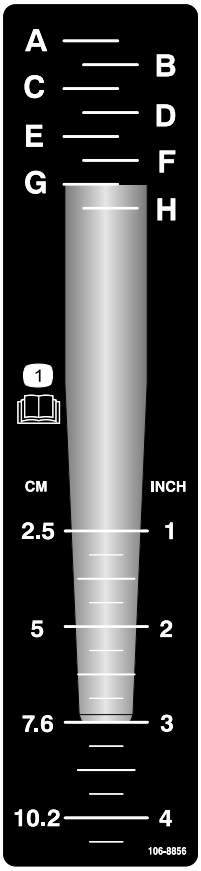

Figur 20
1. Legg den ønskede pipen på dybdenummeret, og juster pipehodet til den ønskede dybden til luftemaskinen som vist i Figur 20.
2. Velg bokstavinnstillingen i samsvar med festeenden til pipen (Figur 20). Juster dybdekontrollen til den tilsvarende bokstaven på merket.